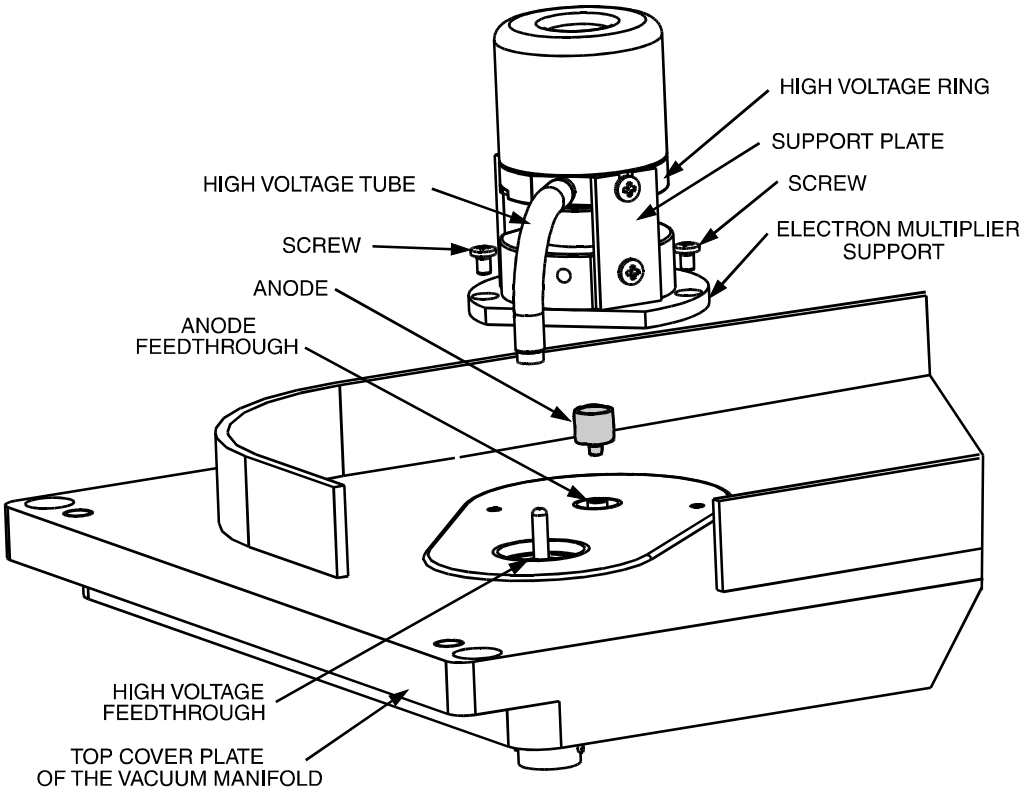

Figure 5-14. Exploded view of the electron multiplier, showing the anode
4. With an Allen wrench, remove the two socket-head screws that hold the electron multiplier support to the top cover plate of the vacuum manifold. See Figure 5-14 on page 5-42.